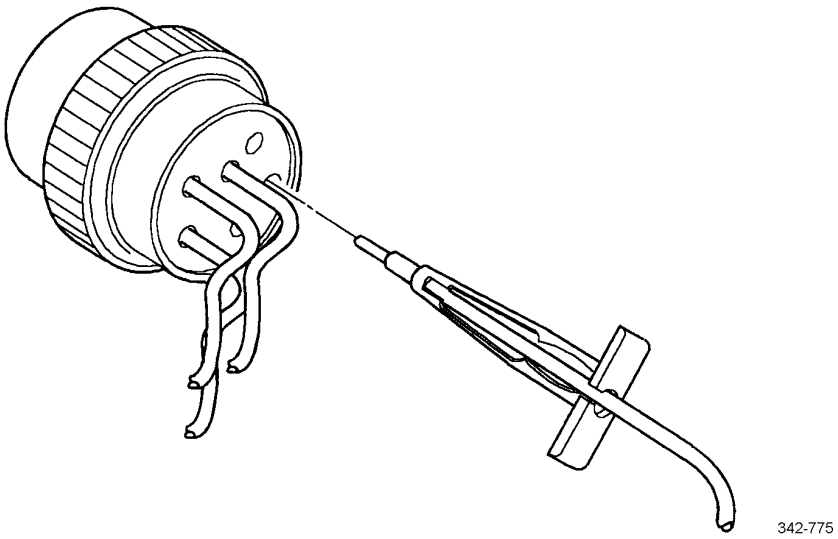

Figure 18. Removal Tool Insertion.
(2) Slide tool along cable into insert cavity until it engages and resistance is felt. DO NOT twist or insert tool at an angle (Figure 18).